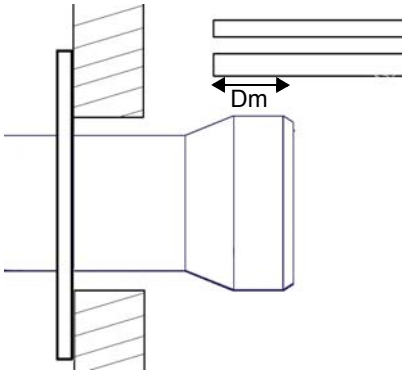

Рис. 6
- Котлы с реверсивной топкой: в этом случае сопло должно входить в камеру сгорания на 50-100 мм., относительно плиты с трубной связкой. (Рис. 6)